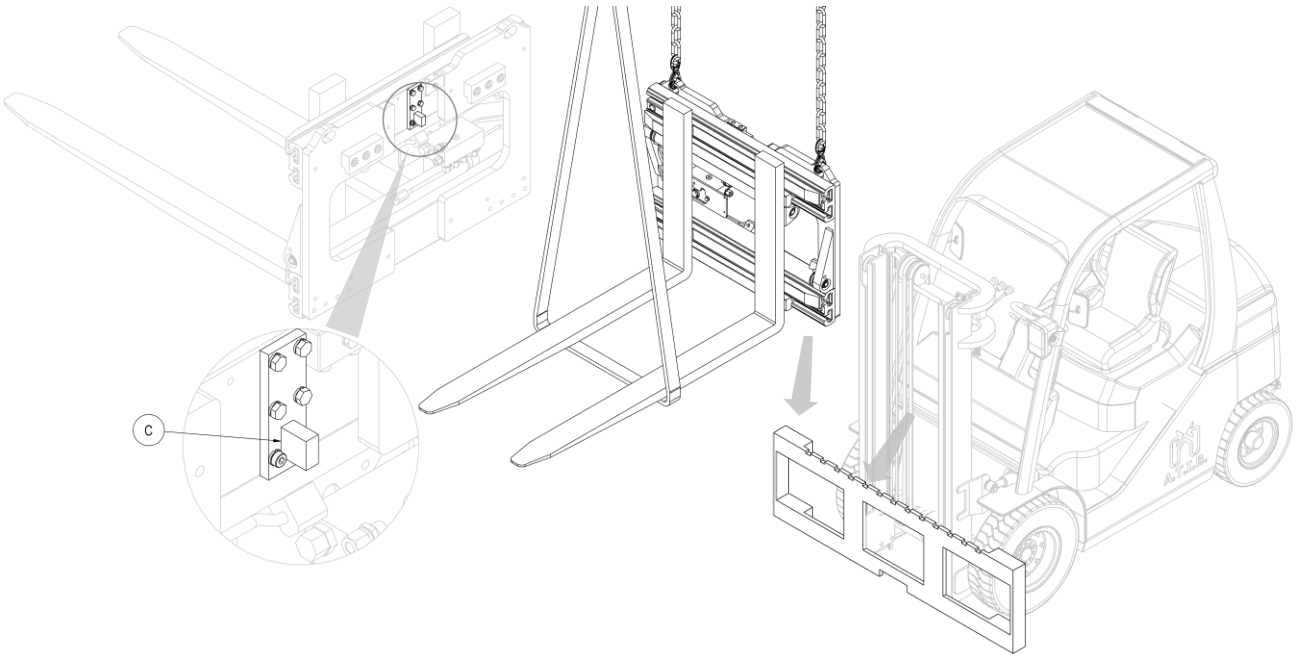

Figure 3
6. Accrocher ensuite l'équipement à l'aide d'un pont roulant ou d'un palan de capacité suffisante sur le tablier porte-fourche, en prenant soin d'encastrer la dent de centrage **C** dans l'encoche centrale du tablier (voir *Figure 3*).